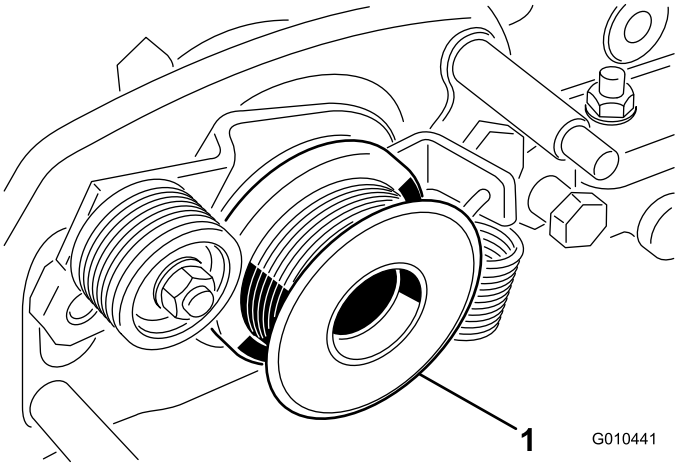

**Figura 34**
7. Retire la polea motriz del acondicionador del eje del molinete (Figura 34).